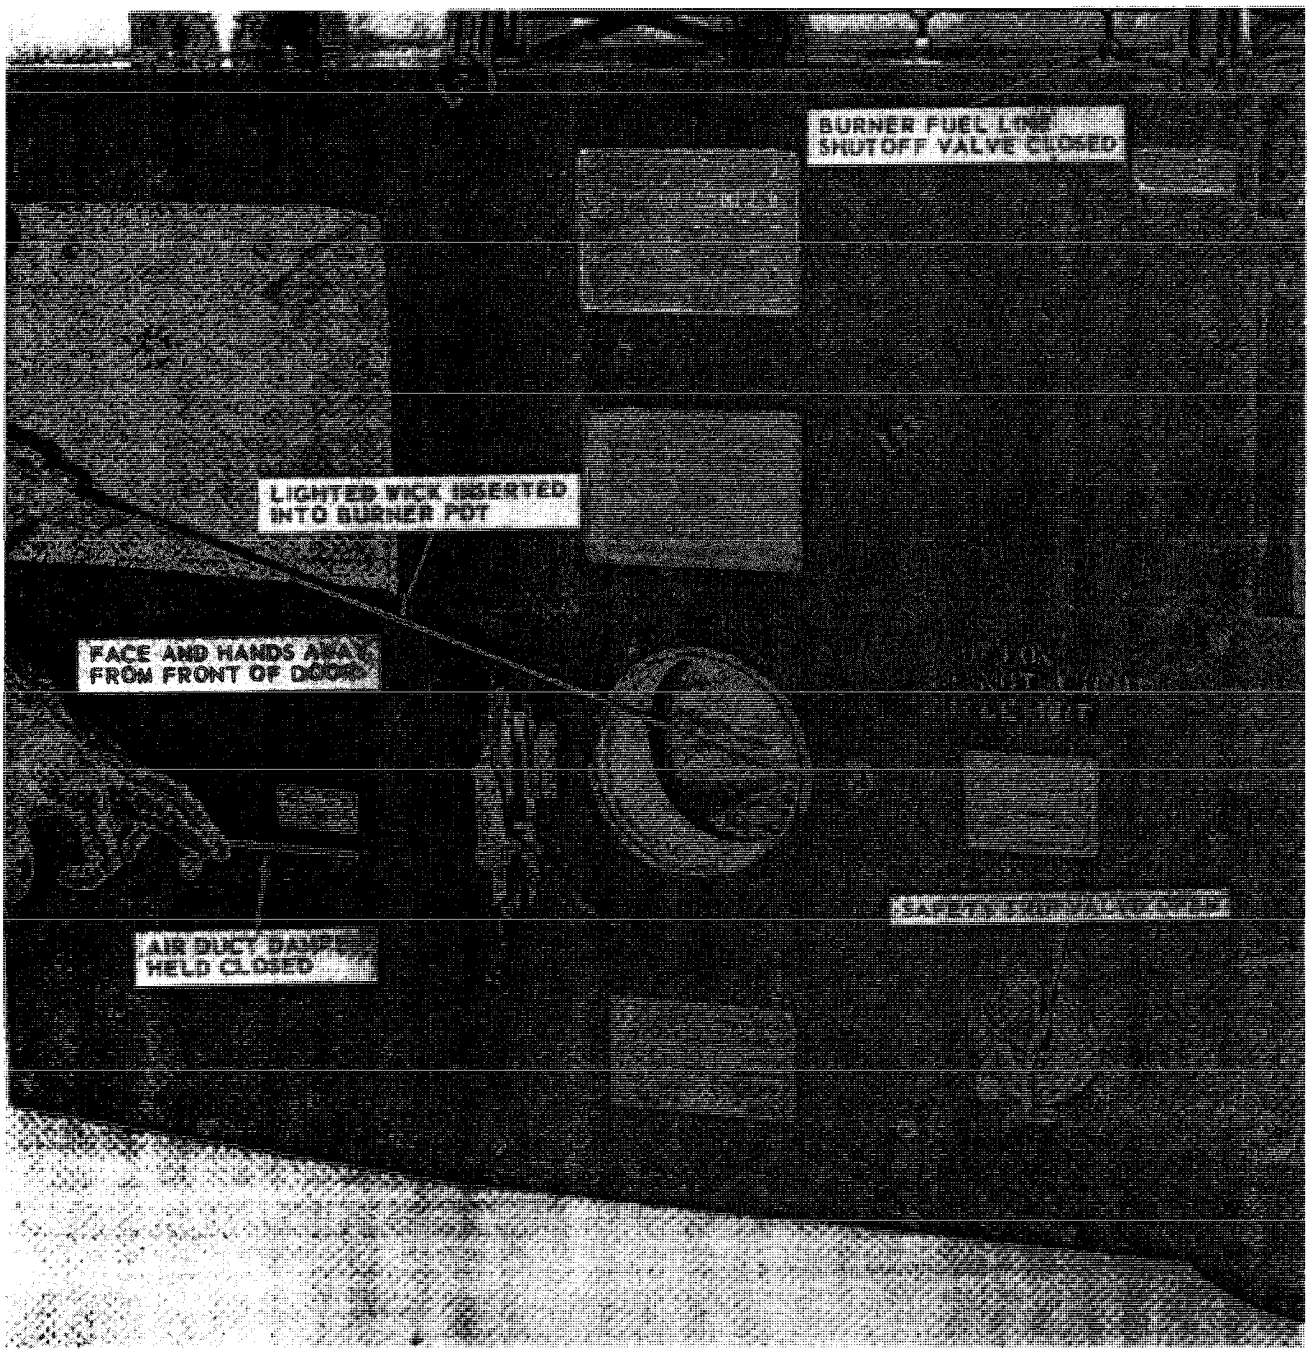

Figure 2-4. Lighting the burner.
f. Pull out the air duct damper pull rod (fig. 1-1 and 2-4) to close the burner air duct damper (which will shut off the forced air blast to the burner) and then hold it in that position (fig. 2-4). Immediately insert the lighted wick or torch into the burner pot until it contacts the bottom of the pot and ignites the fuel.